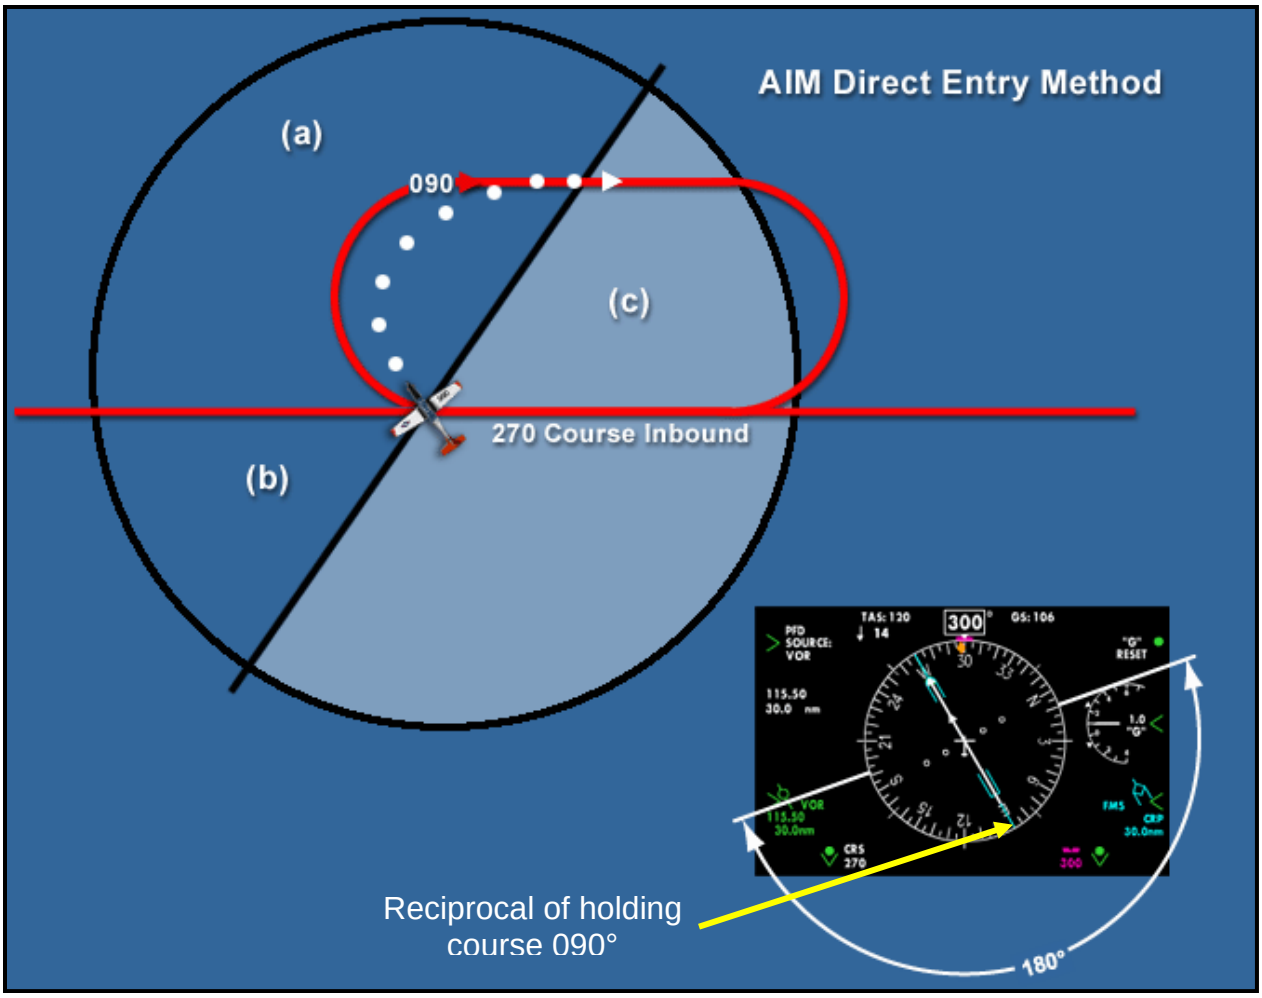

Figure 7-11 Standard Holding Direct Entry
c. **Standard Direct Entry.** Figure 7-11 shows the aircraft arriving at the holding the fix from area (c): When the ***reciprocal*** of the holding course (090°) does not meet the criteria listed in (a) or (b) above, turn right to the ***reciprocal*** of the holding course(090°).